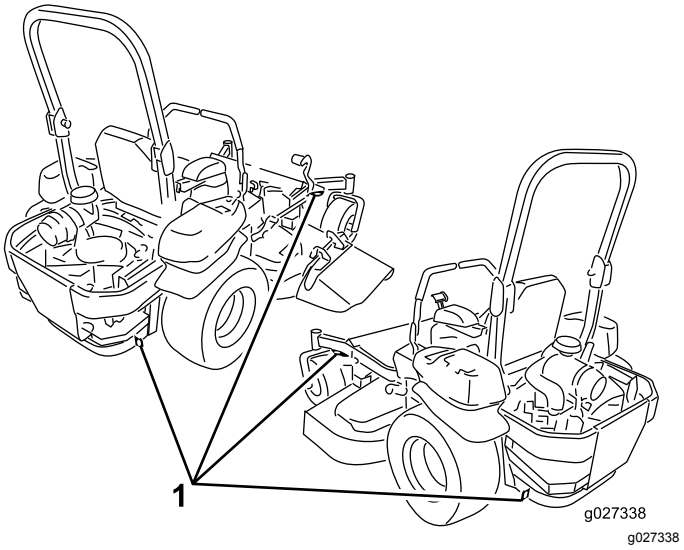

Figur 46
6. Bind fast maskinen nära de främre svänghjulen och den bakre stötdämparen med remmar, kedjor, kablar eller rep (Figur 46). Kontrollera vilka lokala bestämmelser som gäller för transport på släp.